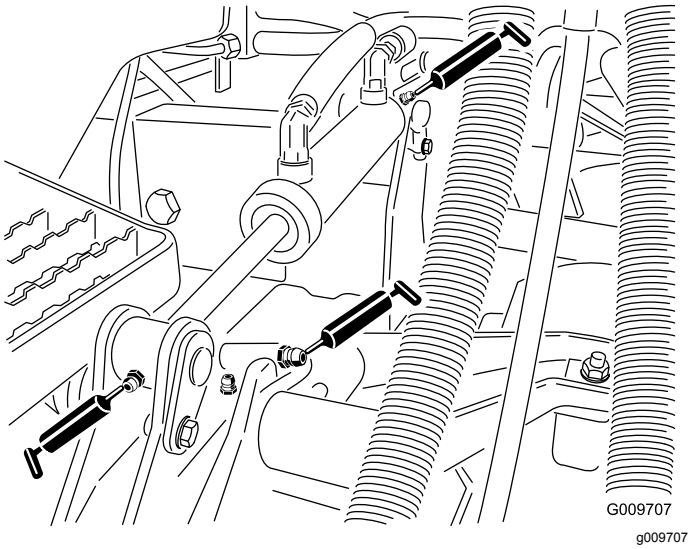

Figur 46
- Løftearmhylsene (1 per klippeenhet) (Figur 46)
- Løftesylinderhylsene (2 per klippeenhet) (Figur 46)